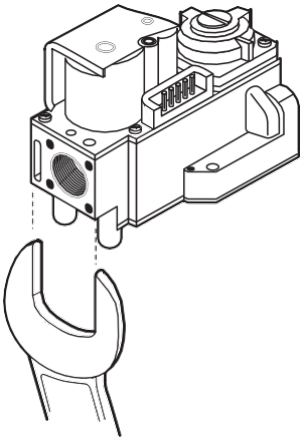

**Fig. 5.**
*During tightening the main gas connection assure the gas control is secured against rotation by using the right spanner in order to ensure right mounting position and avoid excessive forces (see figure 5).*
**With $^1/_2$” nut and flat sealing ring for pipe 14mm (see fig 5.)**
**With $^1/_2$” nut and flat sealing ring for pipe 15mm (see fig 5.)**
0 **With $^3/_4$" nut and flat sealing ring for pipe 15 mm (see fig 5.)**
0 **With $^3/_4$" nut and flat sealing ring for pipe 18 mm (see fig 5.)**